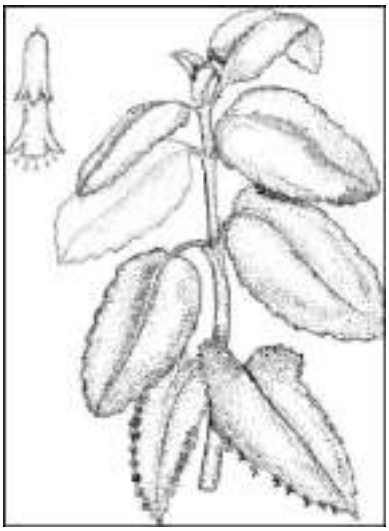

Рис. 3. Каланхоэ перистое – Kalanchoe pinnata (Lam.) Peresson
3. *Каланхоэ перистое* – Kalanchoe pinnata (Lam.) Peresson (Толстянковые – Crassu-laceae DC.) (рис. 3). Родина – Южная и тропическая Африка и о. Мадагаскар. Многолетнее вечнозеленое растение высотой до 1 м и более. Листья мясистые, сочные, в нижней части стебля цельные, яйцевидные, крупные, в верхней части перистые, с 3–5 долями, в большинстве продолговато-яйцевидные, края листьев зубчатые, на которых в большом количестве развиваются «детки» – молодые растения. Цветки зеленовато-бело-розовые, с трубкой венчика до 3,5 см, собраны в верхушечные метельчатые соцветия. Цветет обильно с января до конца мая. Лекарственное и декоративное растение для комнатной культуры. Предпочитает светлые солнечные места.